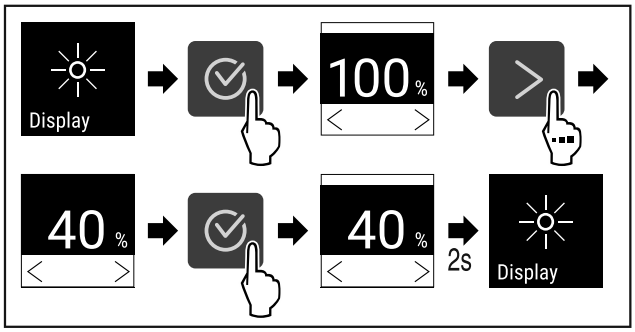

Fig. 82
▶ Ejecutar los pasos (consulte Fig. 82) .